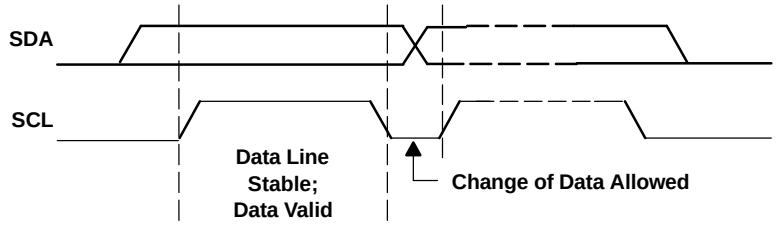
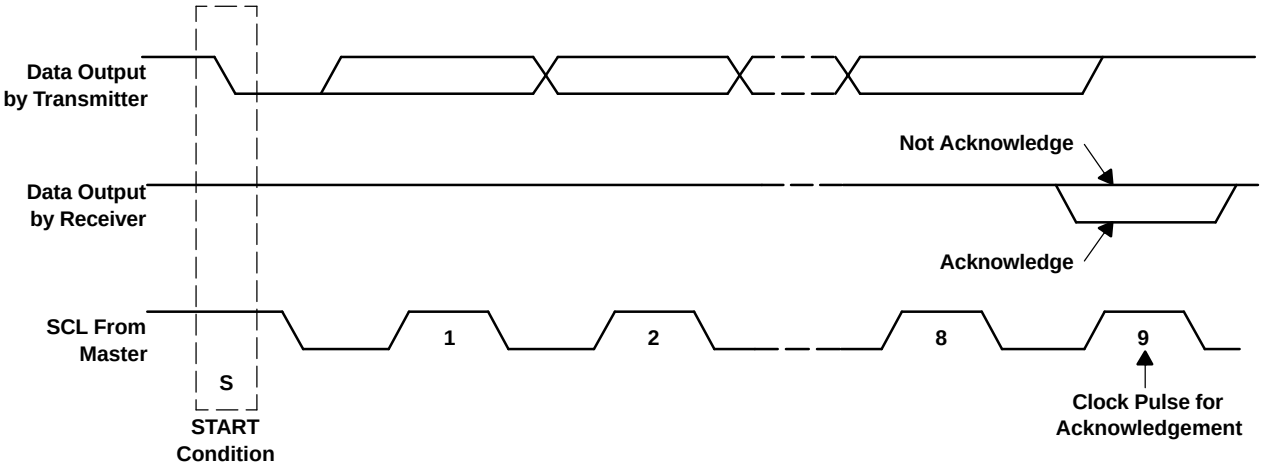

Figure 30. Bit Transfer on the I²C Bus
Figure 31. Acknowledge on the I²C Bus
- The master then generates the SCL pulses, and transmits the 7-bit address and the *read/write direction bit* R/$\overline{W}$ on the SDA line. During all transmissions, the master ensures that data is *valid*. A *valid data* condition requires the SDA line to be stable during the entire high period of the clock pulse (see Figure 30). All devices recognize the address sent by the master and compare it to their internal fixed addresses. Only the slave device with a matching address generates an *acknowledge* (see Figure 31) by pulling the SDA line low during the entire high period of the 9th SCL cycle. Upon detecting this acknowledge, the master knows that communication link with a slave has been established.